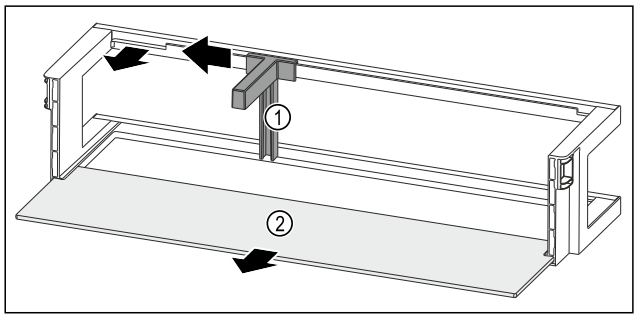

Fig. 57 Oviteline pullonpitimen ja säilytyshyllyn kanssa
▶ Työnnä pullonpidin *Fig. 57 (1)* sivulle koloon saakka.
▶ Ota pullonpidin *Fig. 57 (1)* pois.
▶ Ota säilytyshylly *Fig. 57 (2)* pois.